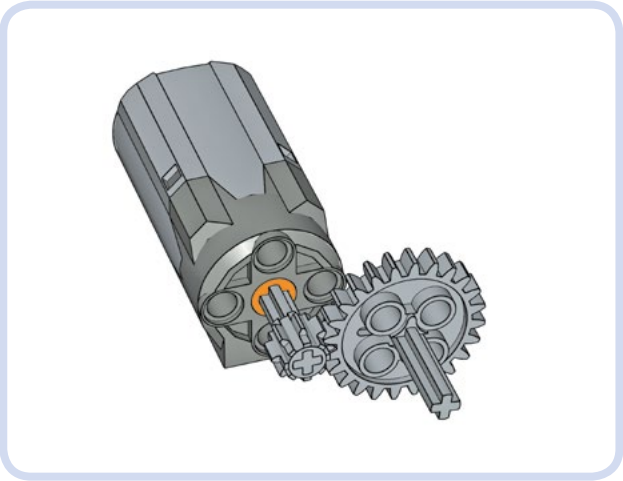

Abbildung 6-1: Untersetzung
- Wird ein großes Zahnrad durch ein kleines angetrieben, erhöht sich das Drehmoment, während die Drehzahl sinkt. Dies wird Untersetzung genannt (siehe Abbildung 6-1).